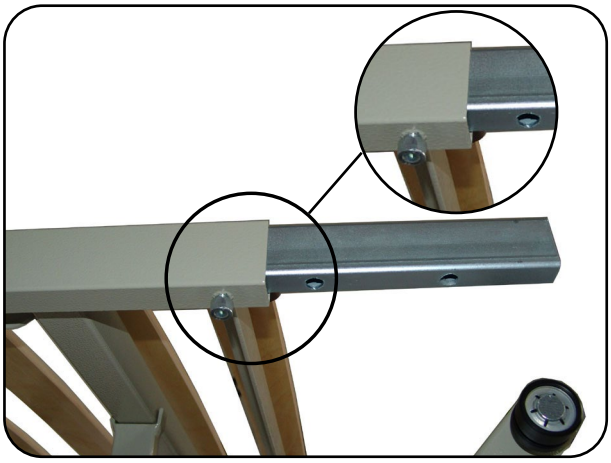

Abb. 6.1.06 - Liegeflächenverbinder im Längsrohr der Kopfauflage
9. Stecken Sie die einzelnen Liegeflächenverbinder in die Längsrohre der Kopfauflage und schrauben Sie zwei Zylinderkopfschrauben aus der aks-Tasche lose ein (Abb. 6.1.06).